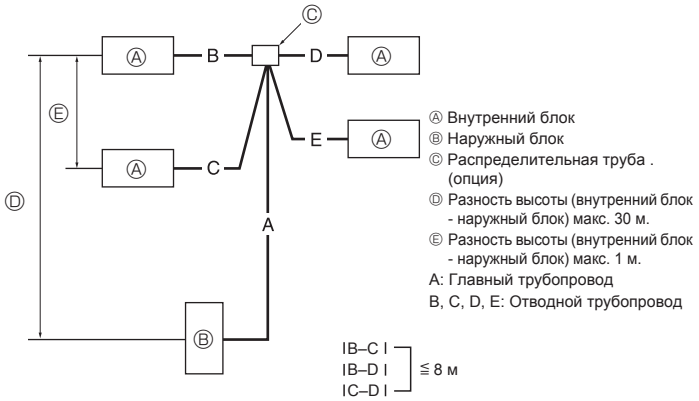

Fig. 4-9
4.7. Для двойной/тройной/четверной комбинации (Fig. 4-9)